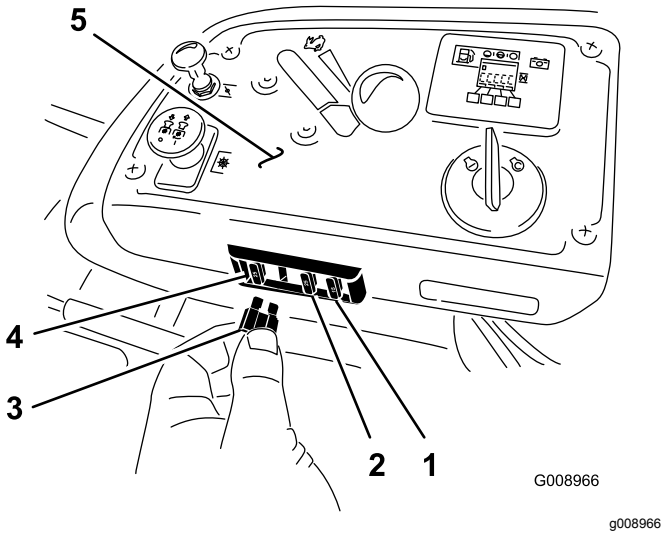

Figure 73
Les fusibles se trouvent sur la console, à droite du siège (Figure 73).
2. Remplacez le fusible (Figure 73).